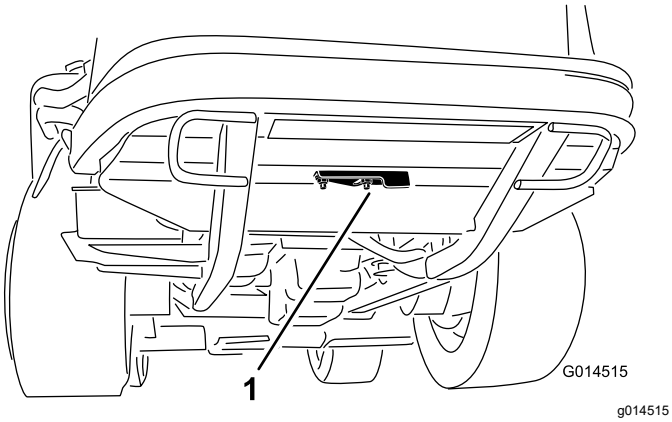

Figur 45
2. Lossa på den flänsmutter som håller rensningskåpan på plats på den bakre ramens undersida (Figur 45). Vrid kåpan åt sidan för att blotta rensningshålet i ramen.